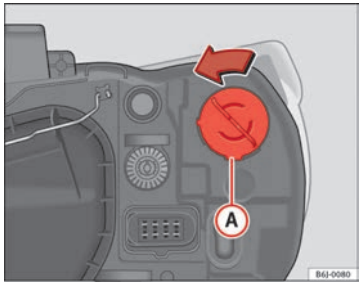

Fig. 147 Single turn signal lamp
– Turn bulb holder ⇒ Fig. 147 (A) to the left and pull.